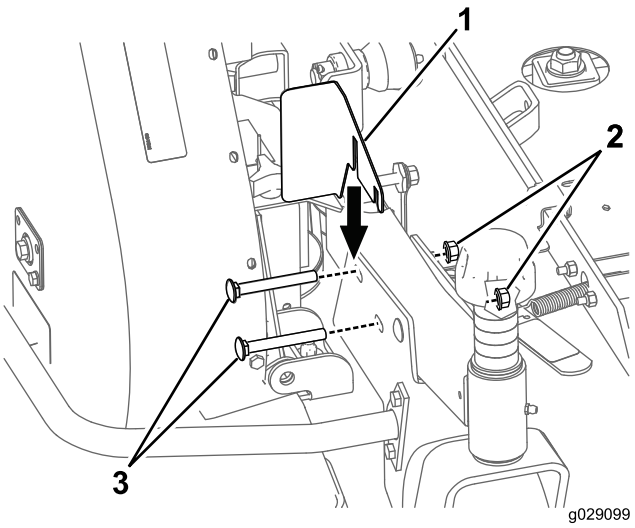

Figur 26
2. Montera remskiveskyddet på maskinen (Figur 26).